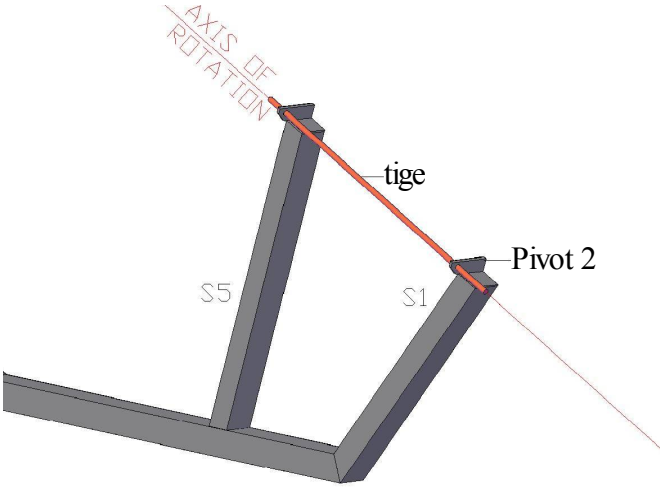

Fig. 20: Assemblage des pivots principaux étape 2
2. Insérez une tige de 10mm dans les repères 1e et 2. Placer le repère 2 sur le même plan que le côté nord de S1. Soudez-le de manière à ce que la tige reste libre. Voir Fig. 20.